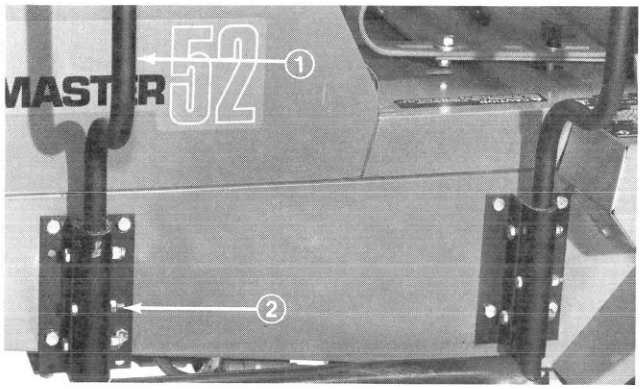

Figure 18
6. Insert legs of upper support tube assy. into lower support tubes and secure with (2) 5/16-18x2¼" lg. capscrews and locknuts (Fig. 18).